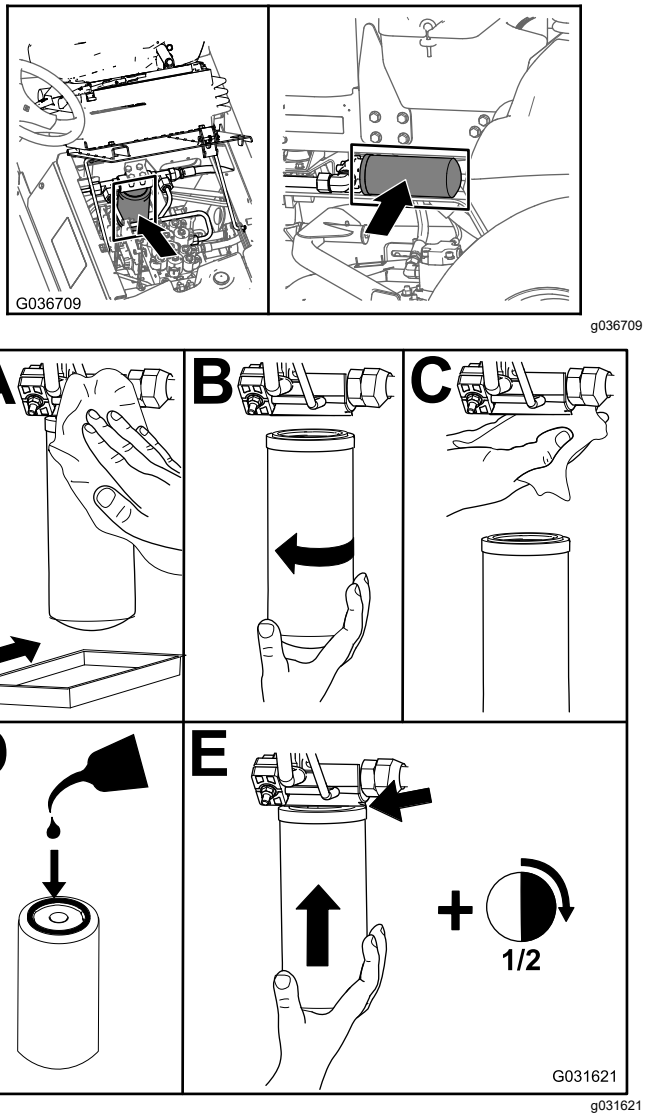

**Figuur 123**
2. Vervang het hydraulische drukfilter bij het hydraulische hefcompartiment; zie Figuur 123.
4. Plaats het retourfilter terug aan de rechterzijde van de machine (Figuur 123).